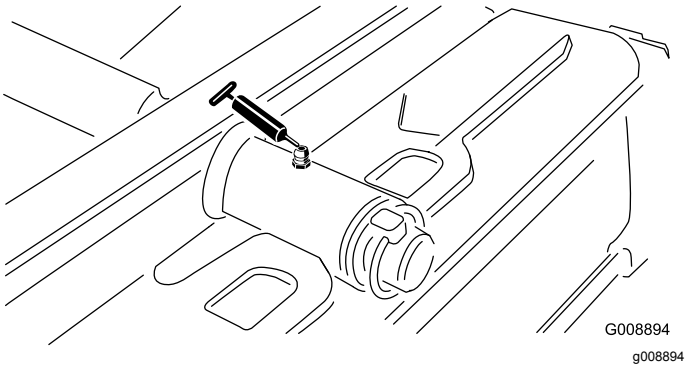

Figur 49
- Bakre klippeenhetsaksel (Figur 49)